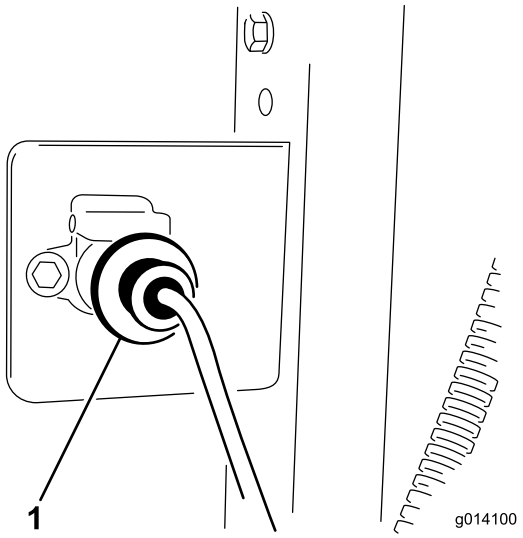

Figur 10
1. Montera kontakten baktill på bogserfordonet med (2) 5/16 x 1-tumsskruvar och muttrar.
3. Säkra kablagekontakten vid fästet med (2) 1/4 x 1 tums skruvar och muttrar (Figur 10).
5. Fäst basenhetens kablage vid bogserfordonets kablage (Figur 10). Kontakten sitter vid hydraulslangen som är kopplad till bogserfordonet.